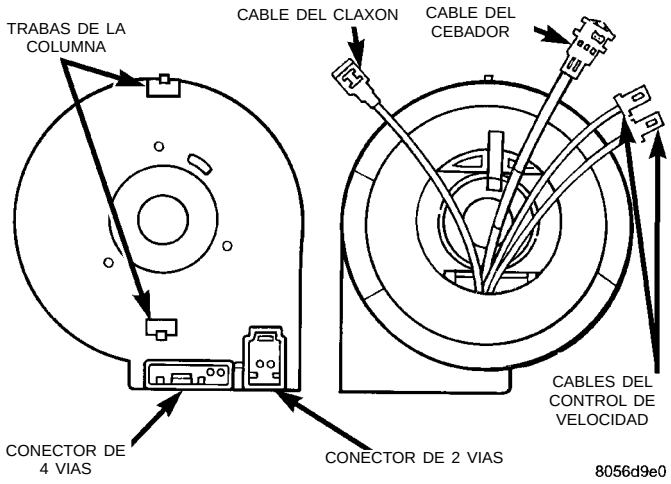

Fig. 21 Muelle de reloj
(2) Desconecte y aísle el cable negativo de la batería.
(3) Espere dos minutos para que se descargue el capacitor de reserva antes de retirar el módulo sin desplegar.
(4) Retire los tornillos de instalación del conmutador del control de velocidad, retire los conmutadores y desconecte los conectores de cable o retire las cubiertas.
(5) Retire los pernos de fijación del módulo del Airbag de abajo de los conmutadores o cubiertas del control de velocidad.
(6) Eleve el módulo y desconecte los conectores de cable del Airbag y del claxon.
(7) Retire el volante de dirección, consulte los procedimientos de desmontaje del volante de dirección.
(8) Retire las cubiertas inferior y superior de la columna de dirección a fin de tener acceso al cableado del muelle de reloj.
(9) Desconecte los conectores de 2 y 4 vías entre el muelle de reloj y el mazo de cableado del tablero de instrumentos en la base del muelle de reloj (Fig. 21).
(10) Destrabe y retire el conjunto del muelle de reloj del eje de la columna. El muelle de reloj no puede repararse y debe reemplazarse si está averiado.
(11) Gire el rotor del muelle de reloj media vuelta hacia la izquierda (180 grados).
(12) Bloquee el rotor del muelle de reloj en la posición del centro, del siguiente modo: Inserte un alambre de sujetador de papeles en el orificio del rotor en la posición de las 10 en punto y dóblelo para impedir que se caiga.